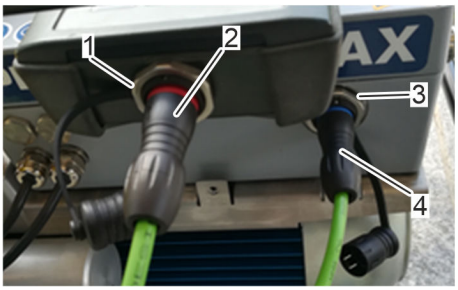

Fig. 41: Connecting the adapter cable
1. Connect the red bushing of the adapter cable (Fig. 41/2) to the control unit (BE) (Fig. 41/1).
2. Plug the blue plug of the adapter cable (Fig. 41/3) into the documentation and service interface of the hydraulic power pack (Fig. 41/4).